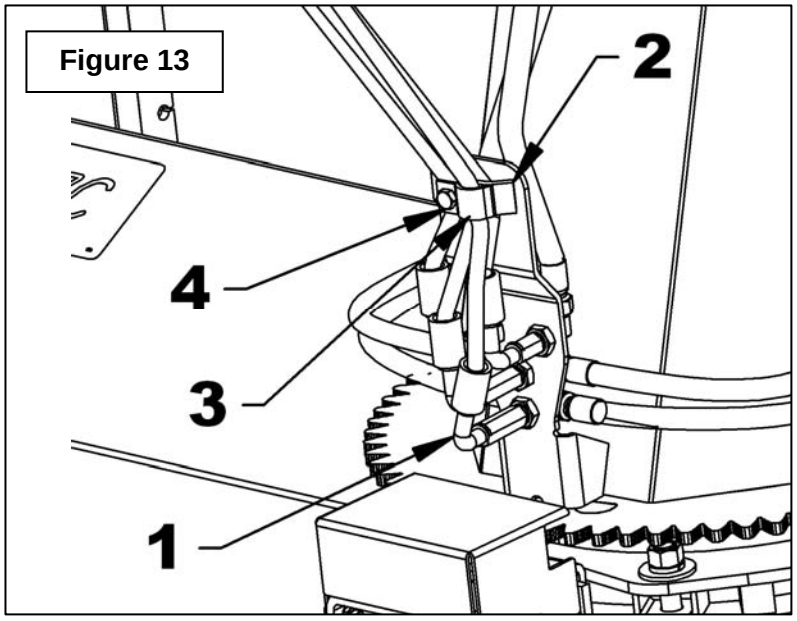

Figure 13
1. **Figure 13:** Utiliser des coudes 90° 9/16"JIC pivotant femelle non fournis (items 1) pour brancher les boyaux du tracteur aux quatre sorties du bas de la chute télescopique.
2. **Figure 13:** Enlever le boulon (item 4) qui maintient les deux crampes à boyaux ensemble. Faire passer 3 boyaux sous la crampe large (item 2) et le quatrième boyau sous la crampe simple (item 3). Fixer ensuite avec le boulon et l'écrou à bague de nylon.